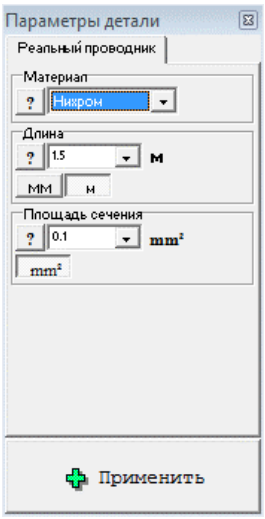

Рис. 4
3. Выставьте параметры проводника: материал «Нихром», длина «1,5 м», площадь сечения «0,1 мм^2» или другие, указанные преподавателем. Для этого выделите проводник, щёлкнув по нему «мышкой», и откройте окно «Параметры детали» (рис. 4), щёлкнув по кнопке, изображённой на рис. 5а. В открывшемся списке выберите необходимые параметры и нажмите клавишу «Применить».